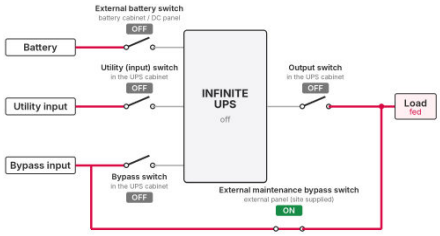

FIGURE 8-2 Step 3: only the maintenance bypass switch ON — the UPS is isolated
3. Open the **external battery switch**, the **utility switch**, the **bypass switch** and the **output switch**, one by one (Figure 8-2).